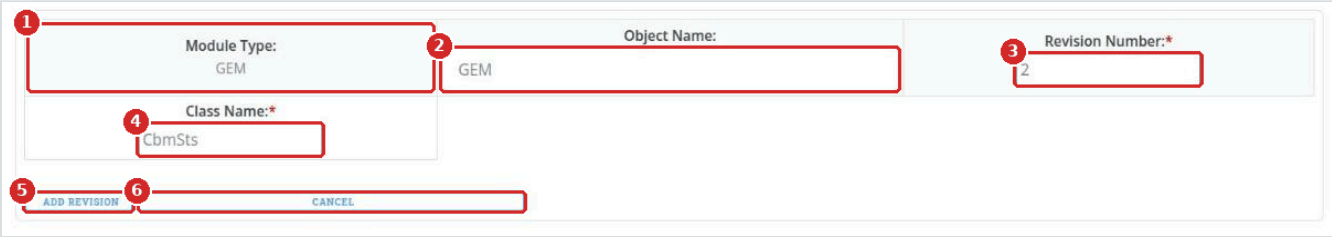

Рисунок 21. Форма Add Revision для модуля `GEM`: (1) Module Type, (2) Object Name, (3) Revision Number, (4) Class Name, (5) ADD REVISION, (6) CANCEL
1. На странице **EDIT MODULES** нажмите **+** в столбце **Add Revision** строки модуля (3 на рисунке 19). Вместо таблицы откроется форма (рисунок 21).
2. Поле **Module Type** (1) показывает модуль и не редактируется.
3. Проверьте **Object Name** (2), **Revision Number** (3) и **Class Name** (4). Форма показывает текущие имя объекта и имя класса и следующий свободный номер ревизии; измените то, что отличается в новой ревизии.
4. Нажмите **ADD REVISION** (5) или **CANCEL** (6), чтобы выйти без сохранения.